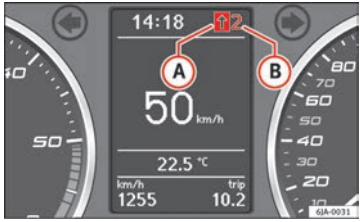

Fig. 32 Recommended gear display
The general instrument panel display indicates the engaged gear (A) ⇒ Fig. 32.